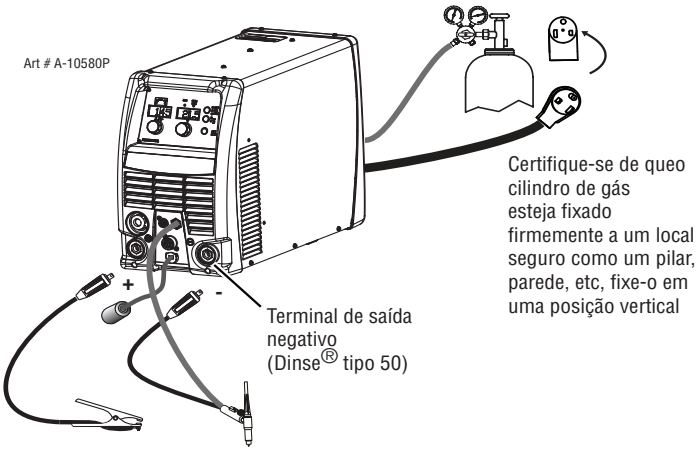

Figura 3-23: Ajuste para solda LIFT TIG (GTAW)
2. Conecte o cabo obra o netminal de saída positivo, e o cabo da tocha LIFT TIG no terminal de saída negativo. Veja a figura 3-23.
3. Conecte a mangueira da linha de gás a fonte de gás de proteção. Veja a figura 3-23.